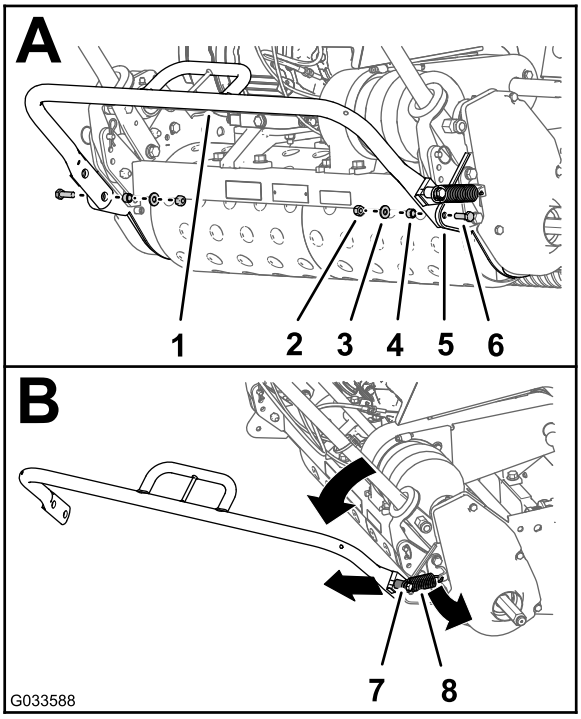

Figura 2
1. Con el soporte de pie arriba, retire la contratuerca, la arandela, el espaciador y el tornillo (5/16 x 1") que sujetan cada lado del soporte de pie a las placas laterales (A de Figura 2).
2. Retire el muelle de la traba para de muelle (1") del soporte de pie (B de Figura 2).